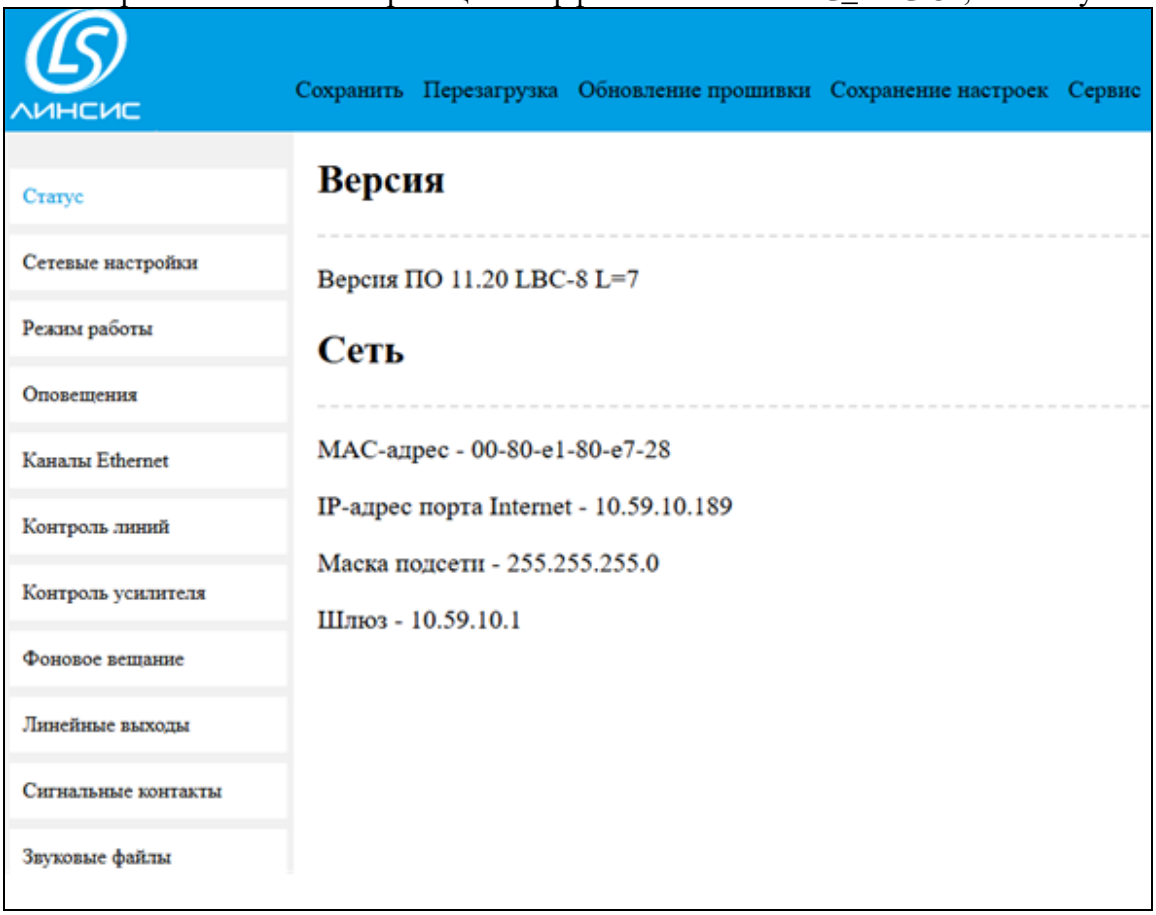

Рисунок 2
6) Войти в систему, используя пароль по умолчанию «password». На экране должна отобразиться главная страница интерфейса ВПО «LMXC_LBC-8», см. Рисунок 2.
7) На вкладке «Статус» (Рисунок 2) отображается текущая версия программного обеспечения.